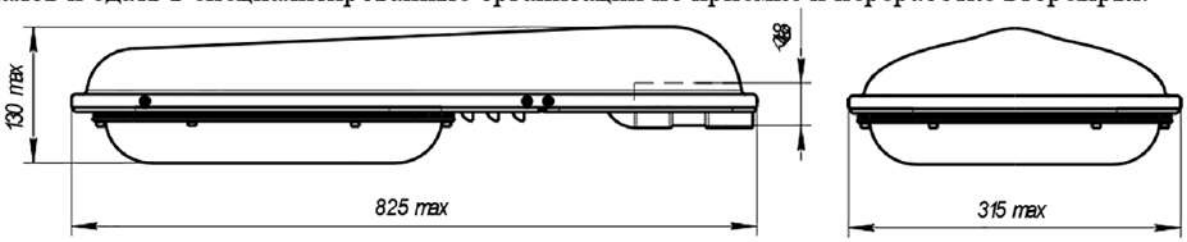

Рис.1
1.1. Светильник серии GALAD Виктория LED (рис.1) со светодиодными источниками света устанавливают на опорах с Г-образным кронштейном диаметром 48 мм под углом 15…20 град. к горизонту и предназначены для освещения улиц, дорог со средней и низкой интенсивностью движения транспорта, автостоянок, железнодорожных платформ, дворовых территорий и т.п.